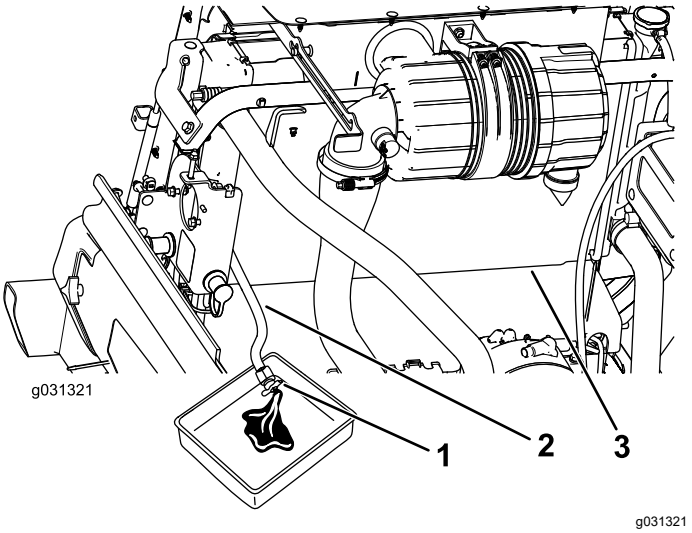

Figura 123
3. Coloque la manguera de vaciado del radiador en un recipiente de drenaje, abra la válvula de vaciado de la manguera del radiador, y vacíe el fluido en el recipiente de drenaje (Figura 123).
4. Cierre la válvula de la manguera de vaciado del radiador (Figura 123).